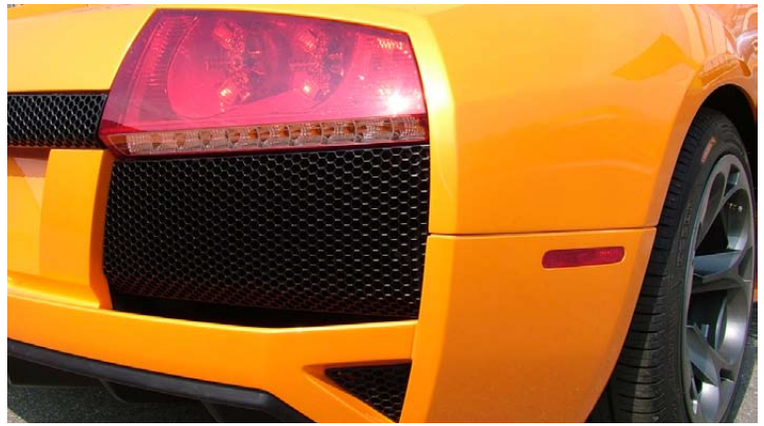

Fig.1
- Replace the bulb (**A-Fig.1**).